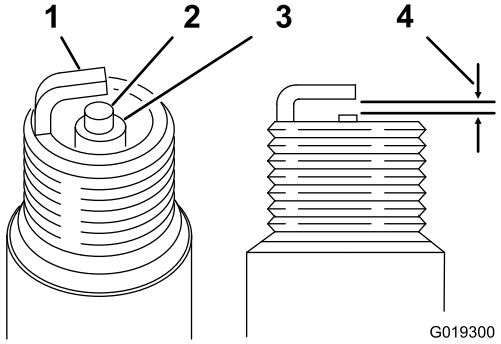

Figur 28
3. Se till att luftgapet är korrekt (Figur 28).